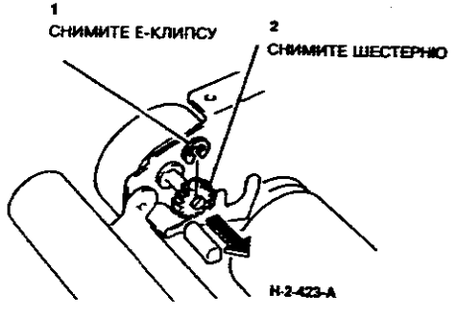

**Рисунок 1. Снятие шестерни**
3. (Рисунок 1) Снимите шестерню двигателя паутинки.